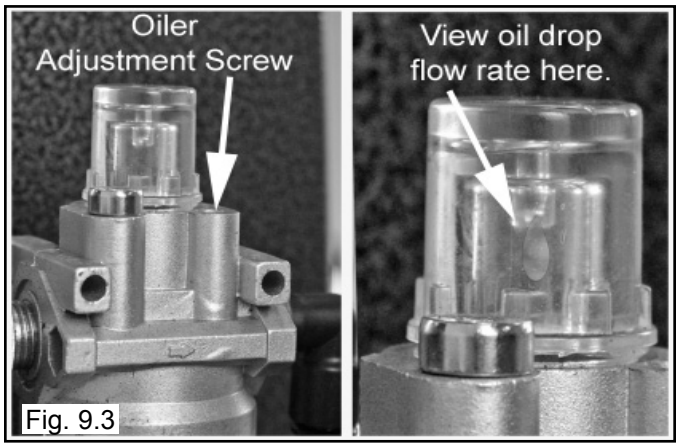

Fig. 9.3
3. Observe the site glass and adjust the oil flow of the oiler by turning the Oiler Adjustment Knob so that 2-3 drops of oil drip through the site glass for each operation of the Bead Breaker Pedal. (See Fig 9.3)